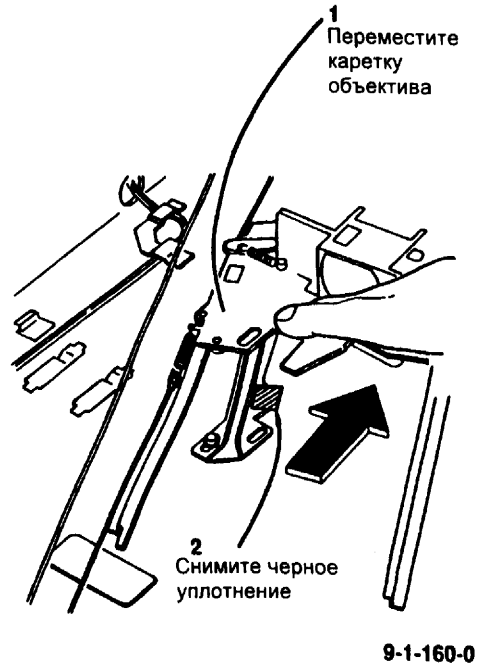

Рис. 4 Снятие черного уплотнения
1. (Рис. 4) Переместите каретку объектива к зеркальной стороне номер 4 и снимите черное уплотнение.